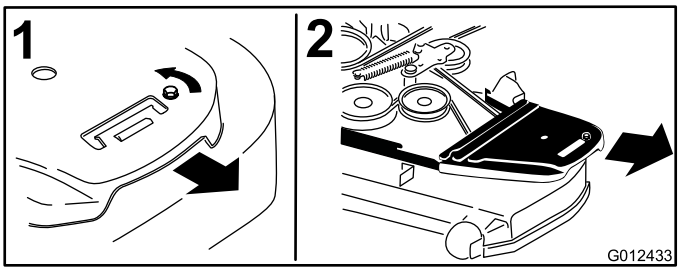

Figuur 73
4. Verwijder de drijfriemkappen en de bijbehorende bouten (Figuur 73).